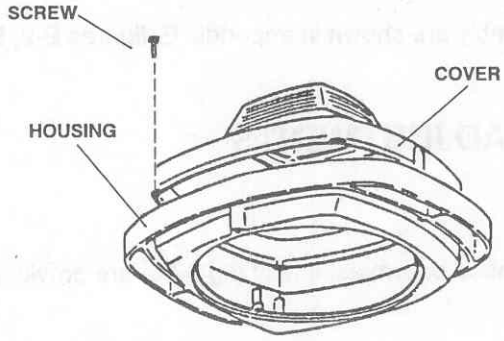

Figure 3-11. Lighthead cover.
(1) Remove the lighthead cover (fig 3-11) by removing the four pointed star screws fastening it to the lighthead housing. Set it and the screws aside.